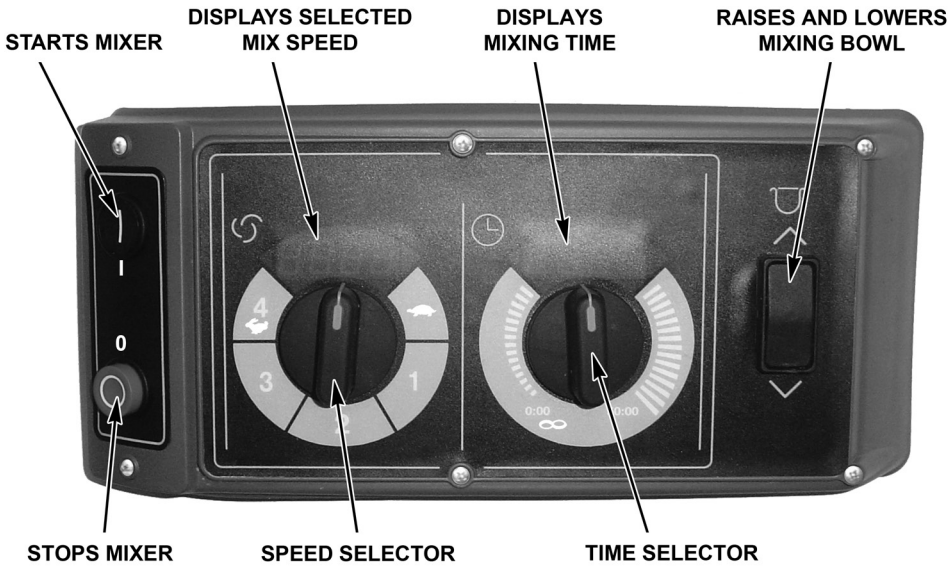

Fig. 3
1. Fully lower the bowl support by pressing and holding the down arrow on the bowl switch (Fig. 3).
1. Lower the bowl by pressing and holding the down arrow on the bowl switch (Fig. 3).
2. Lower the bowl by pressing and holding the down arrow on the bowl switch (Fig. 3).